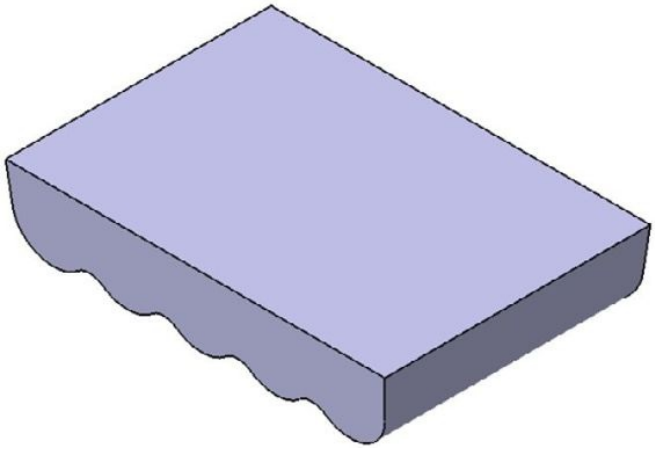

Figure 8-90 *The model after creating the pocket feature*
3. Next, expand the **Pocket Definition** dialog box and then in the **First Limit** and **Second Limit** areas, select the **Up to last** option from the **Type** drop-down list and choose **OK**. The model after creating the pocket feature is shown in Figure 8-90.